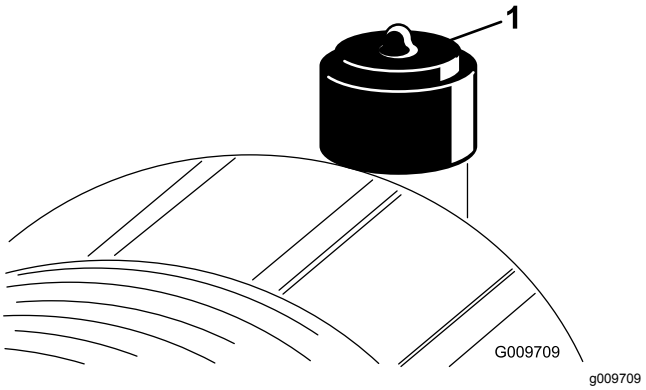

Figur 54
Utför service på luftrenarfiltret bara när serviceindikatorn (Figur 54) anger att det krävs. Om du byter ut luftfiltret tidigare ökar det risken för att smuts kommer in i motorn när filtret tas bort.
9. Nollställ indikatorn (Figur 54) om den är röd.